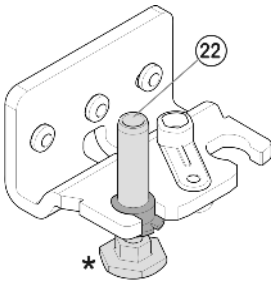

Fig. 7
- Снова слегка наклоните устройство назад и снова установите опорный палец *Fig. 7 (22)*. Зазубрина должна быть расположена спереди.